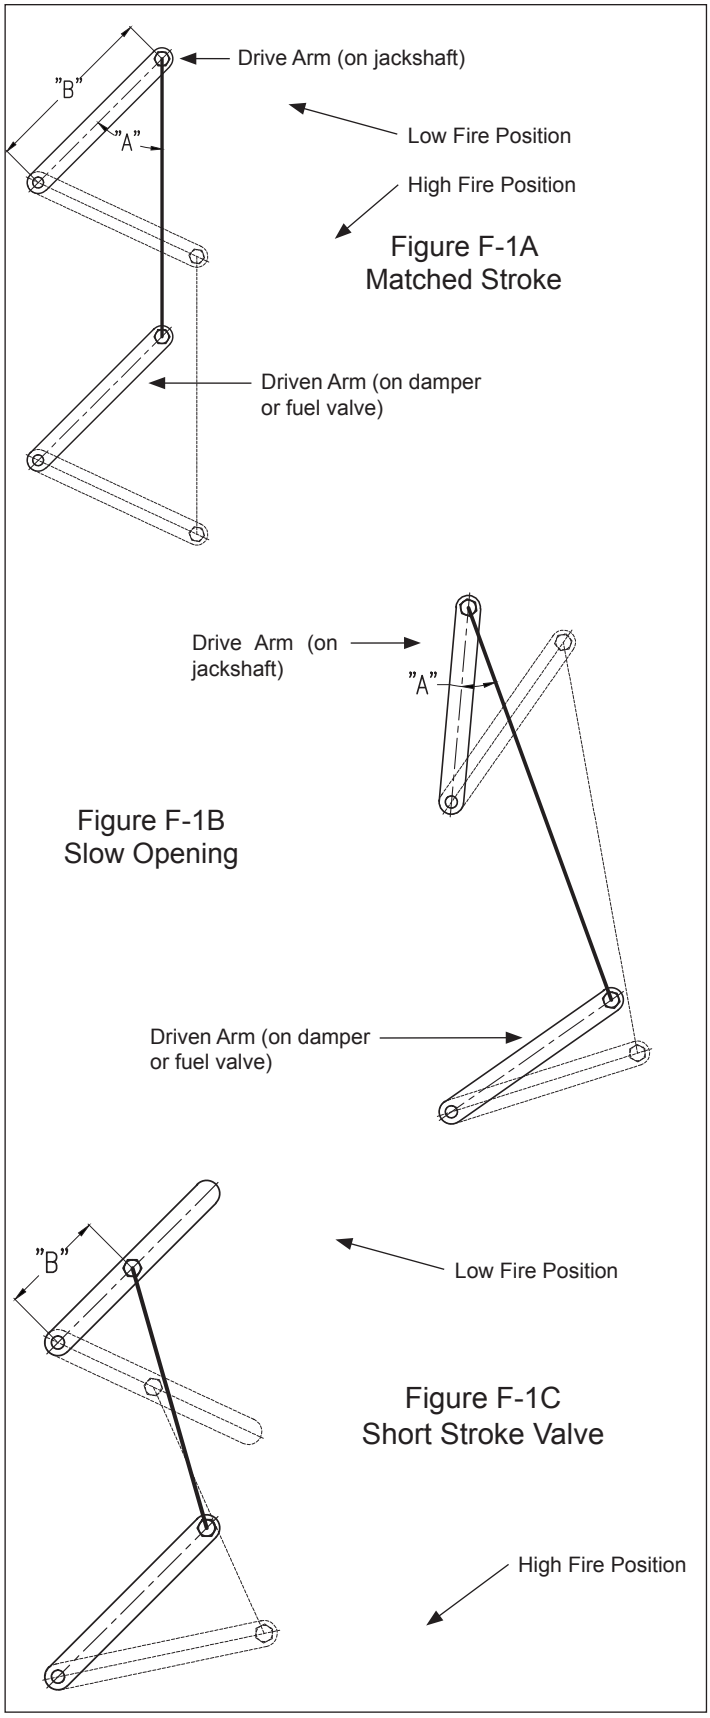

Figure F-1A
Figure F-1 shows how these adjustments are done. The drive arm would be on the jackshaft and the driven arm would be on the valve (gas valve, oil valve, air damper or FGR valve). There are two basic linkage adjustments, the arm length (B) and the angle between the arm and the linkage rod (A). Figure F-1A shows a simple linkage connection where the angles and arm lengths are the same on